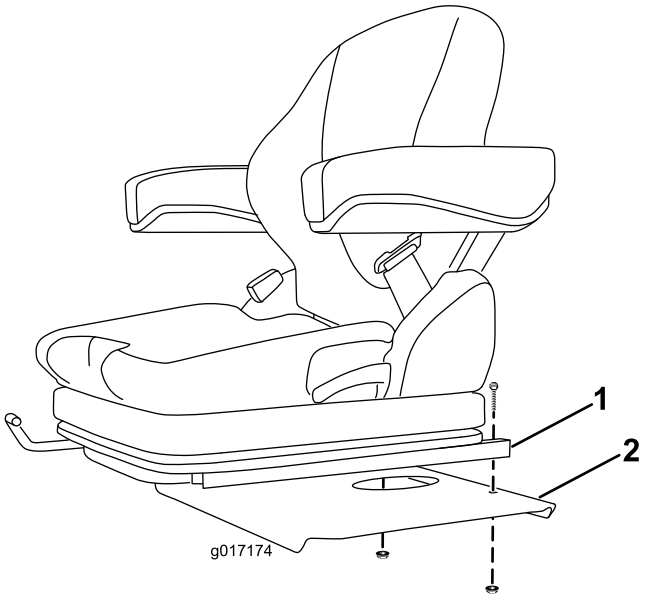

Figura 8
1. Montate la parte posteriore di ogni guida di scorrimento del sedile sulla piastra del sedile con un bullone e un dado flangiato (Figura 8).